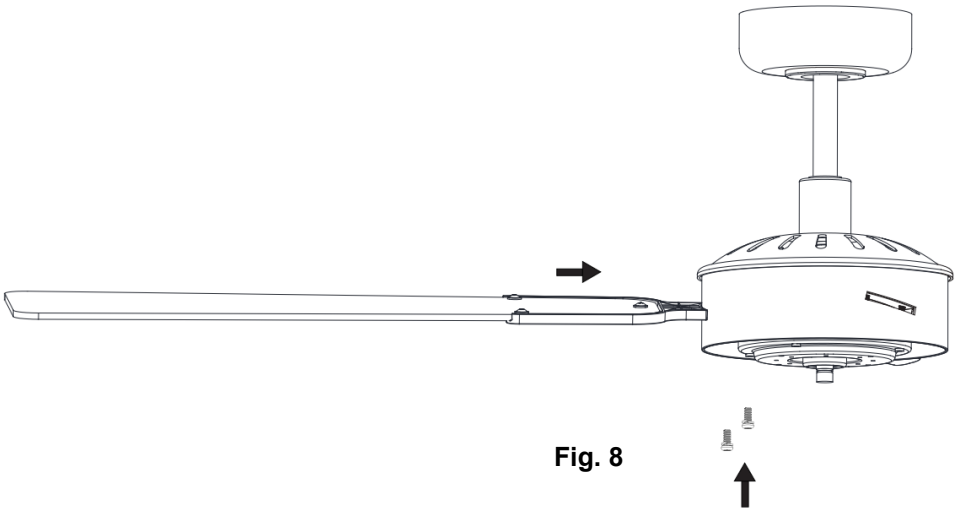

Fig. 8
3. Insert the blade assembly into the slot of the rotating member of the fan motor assembly. (Fig. 8)
4. Align and engage the holes of the blade bracket to the fan motor assembly. (Fig. 8)
5. Secure the blade bracket to the fan motor assembly by tightening the 2 blade bracket screws. (Fig. 8)